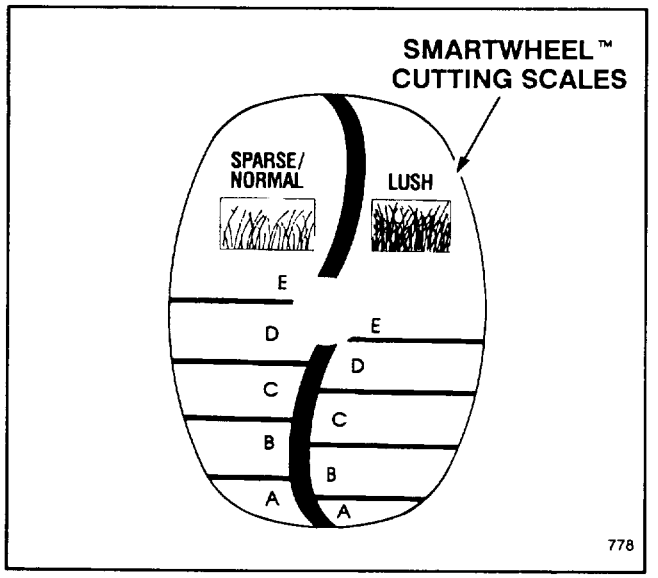

**Figure 9**
**1.** Before starting the engine and beginning to mow, push the mower into the grass. Stop when the words SPARSE/NORMAL and LUSH are upright on the SmartWheel design on the rear left wheel (Fig. 9).
**2.** Using the color coded SmartWheel design (Fig. 9), compare the tips of the grass blades to the colors/letters on the wheel. Whichever color/letter the tips of the grass blades correspond with is the proper cutting height.